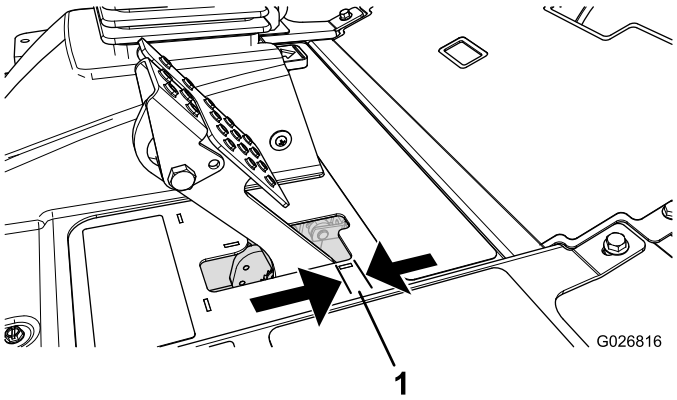

Figuur 69
Stel de remmen af als de rempedaal meer dan 25 mm speling heeft (Figuur 69), of als er meer remkracht nodig is. Met speling wordt de afstand bedoeld die het rempedaal wordt ingetrapt voordat er remweerstand wordt gevoeld.
2. Draai de achterste moer vast om de kabel naar achteren te halen totdat de rempedalen 6,3 tot 12,7 mm speling hebben (Figuur 69) voordat het wiel blokkeert.